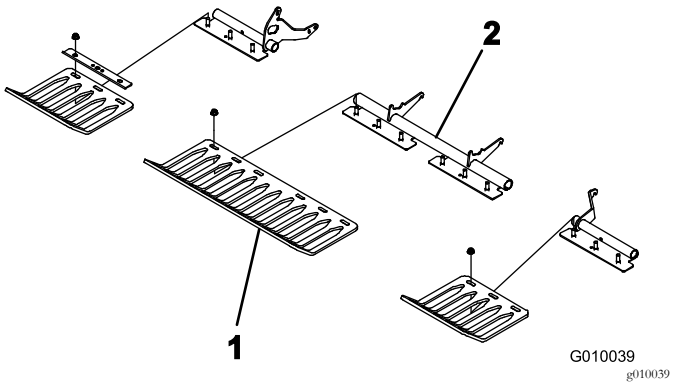

**Figur 23**
4. Installer verneplatene løst på verneplatebrakettene med fire verneplateklemmer og tolv flensmuttere (Figur 23). Ikke stram til festene.
**Merk:** Verneplateklemmene og flensmutterne transporteres festet til verneplatebrakettene (Figur 23).